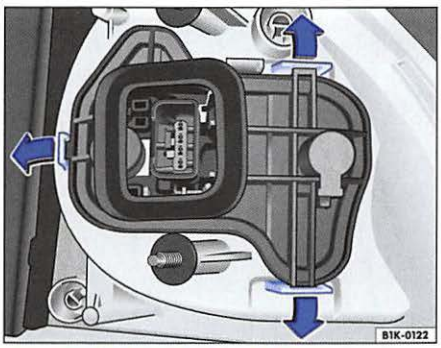

Fig. 41 Tail light: Unlatching bulb holder
– Press the tabs in the direction of the arrow and remove the holder from the rear light ⇒ page 97, fig. 41.